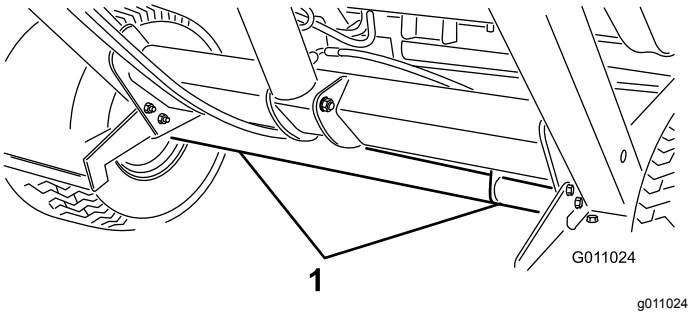

Figuur 31
- Als u de machine transporteert, moet u deze vastzetten. De voorkant van de machine wordt vastgezet bij de bevestigingspunten (Figuur 30) en de achterkant van de machine bij de as (Figuur 31).